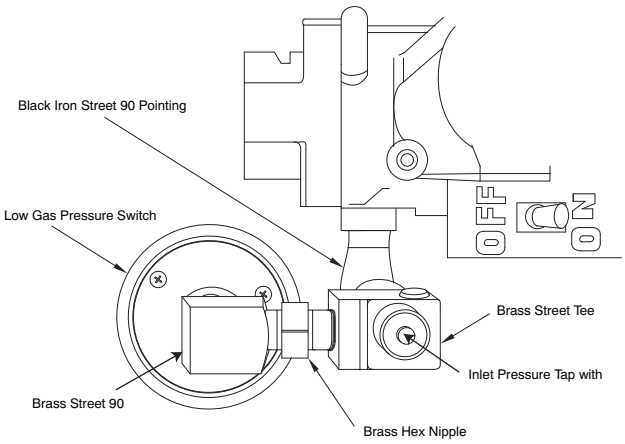

Fig. 25 - LGPS for 14-3/16 Casing or When Vent Passes Between Inducer and Burner Assembly
If the vent pipe passes between the inducer and burner assembly, or the furnace is a 14 3/16-in. wide casing, the switch may have been installed as follows. (See Fig 25.)
1. Remove low-gas pressure switch, brass street 90° elbow, brass Hex nipple, brass tee and black iron street 90° elbow from the gas valve inlet pressure tap. (See Fig 25.)